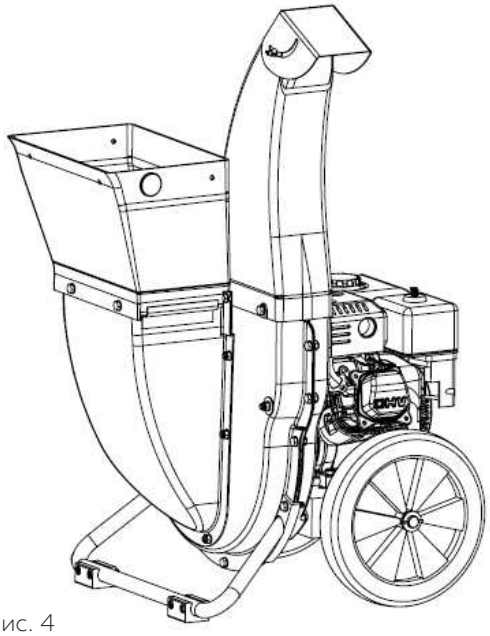

Рис. 4
9. Установка нижней секции верхнего желоба. (Рисунок 4)